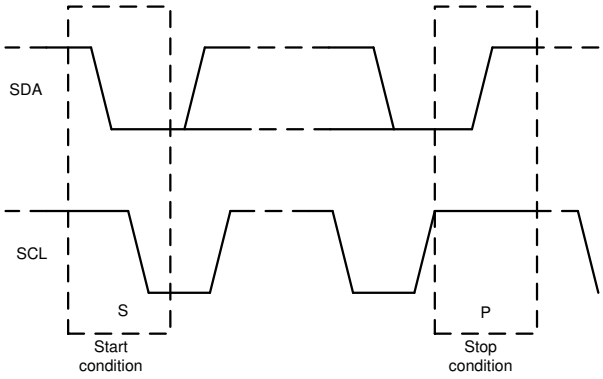

Figure 7-21. Start and Stop Conditions
1. The controller initiates data transfer by generating a start condition. The start condition is when a high-to-low transition occurs on the SDA line while SCL is high, as shown in Figure 7-21. All I^2C-compatible devices recognize a start condition.
4. To signal the end of the data transfer, the controller generates a stop condition by pulling the SDA line from low-to-high while the SCL line is high, as shown in Figure 7-21. This action releases the bus and stops the communication link with the addressed target. All I^2C-compatible devices recognize the stop condition. Upon receipt of a stop condition, the bus is released, and all target devices then wait for a start condition followed by a matching address.